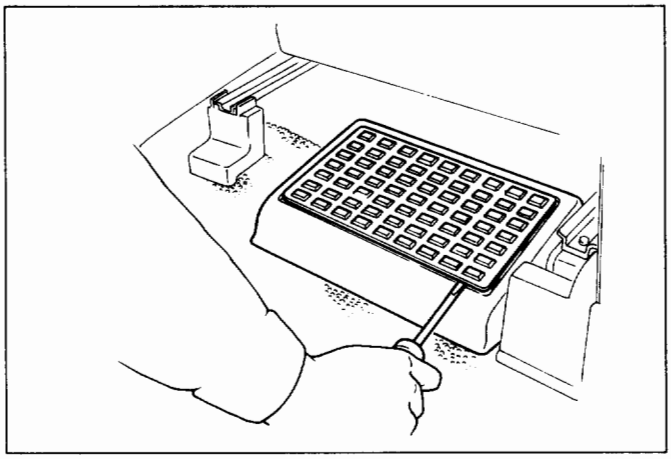

Fig. 10-213
1. **Foot rest pad (Fig. 10-213)**